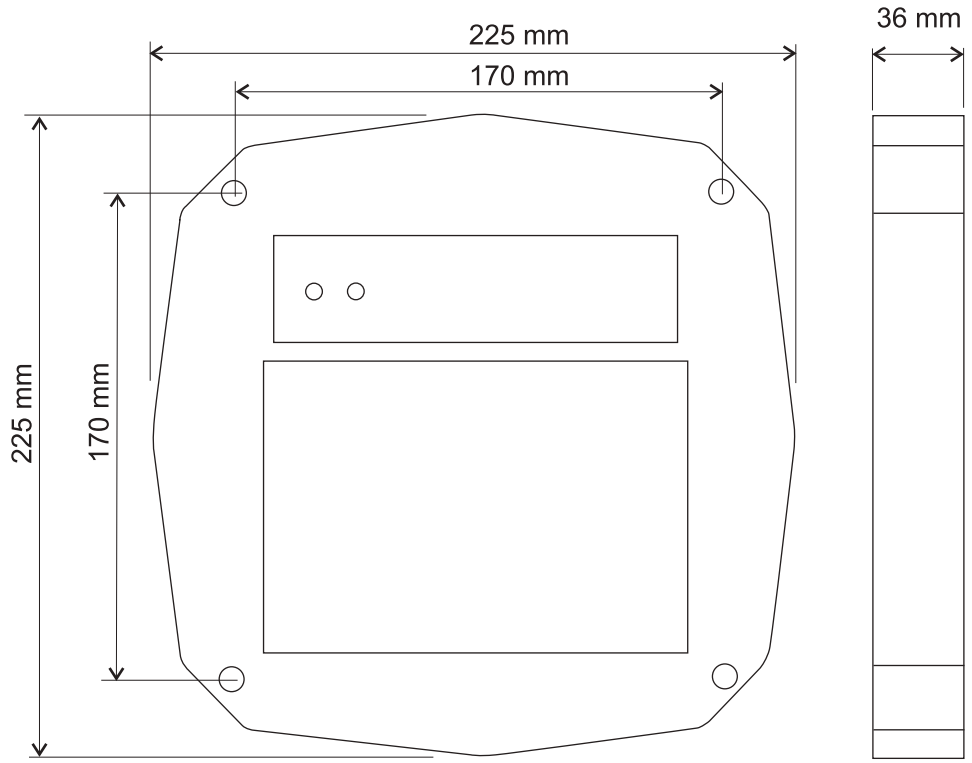

Figur 1. *Dimensjoner.*
- Marker og drill monteringshull på samme størrelse som hullene i leserboksen; (figur 1);